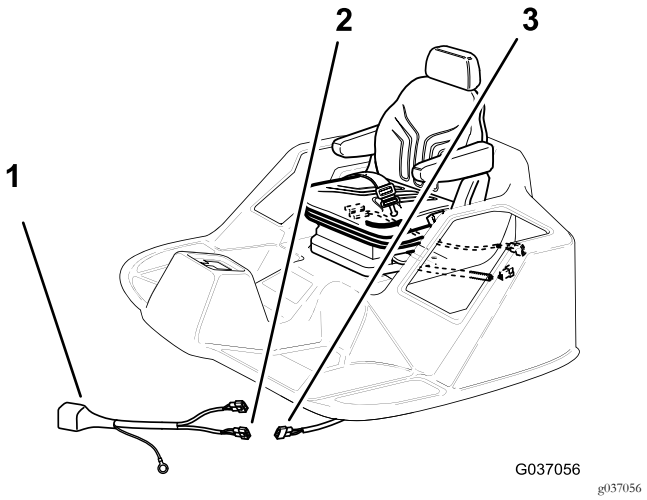

Rysunek 20
2. Podłącz 2-stykowe złącze nożowe wiązki przewodów do 2-stykowego złącza gniazdowego (Rysunek 20) wiązki przewodów maszyny odłączonego w kroku 1 procedury 2 Demontaż fotela (Strona 4).